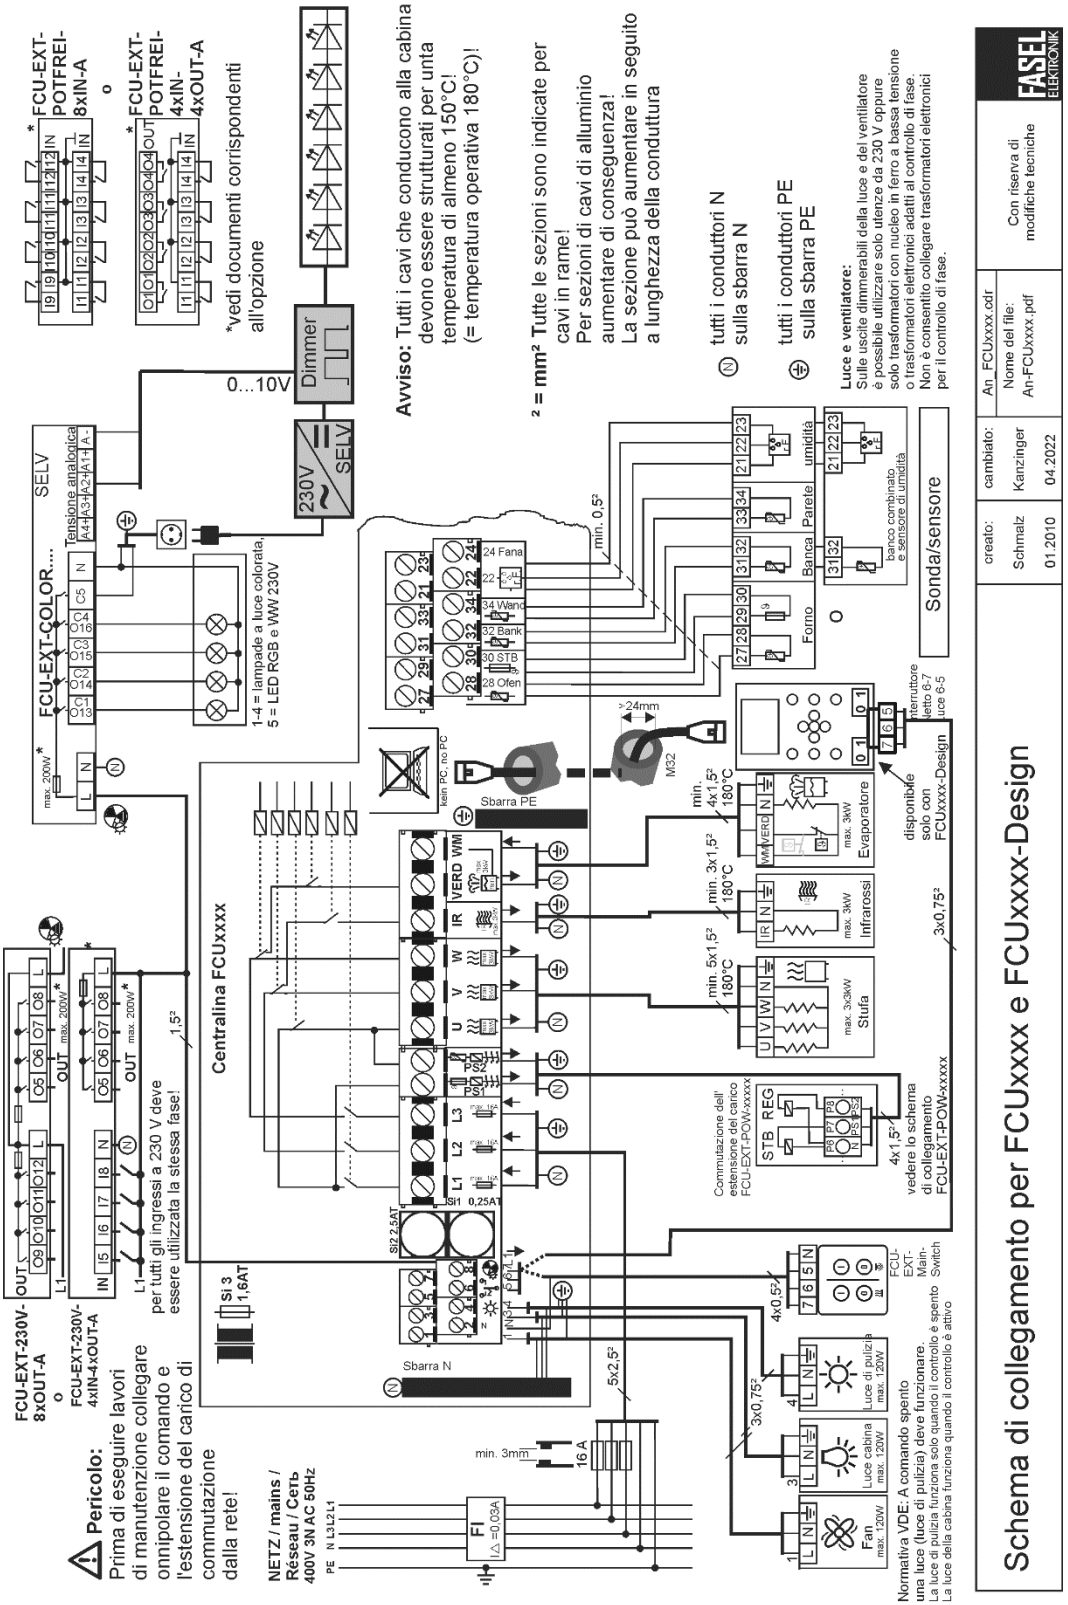

Fig. 18: Schema di collegamento elettrico
- Sono state rispettate le specifiche del cavo secondo **Tabella 2**, pagina 10 e lo schema di collegamento elettrico Fig. 18 a pagina 31?